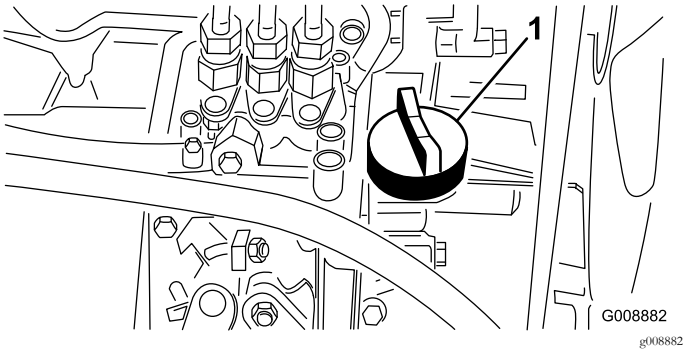

Figur 38
4. Hvis oliestanden er lav, skal du fjerne oliepåfyldningsdækslet (Figur 38) og gradvist fylde små mængder olie på og ofte kontrollere